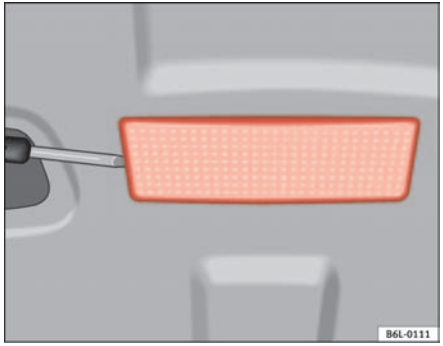

Fig. 155 Luggage compartment lighting
– Insert screwdriver in the opening on the left-hand side ⇒ fig. 155.